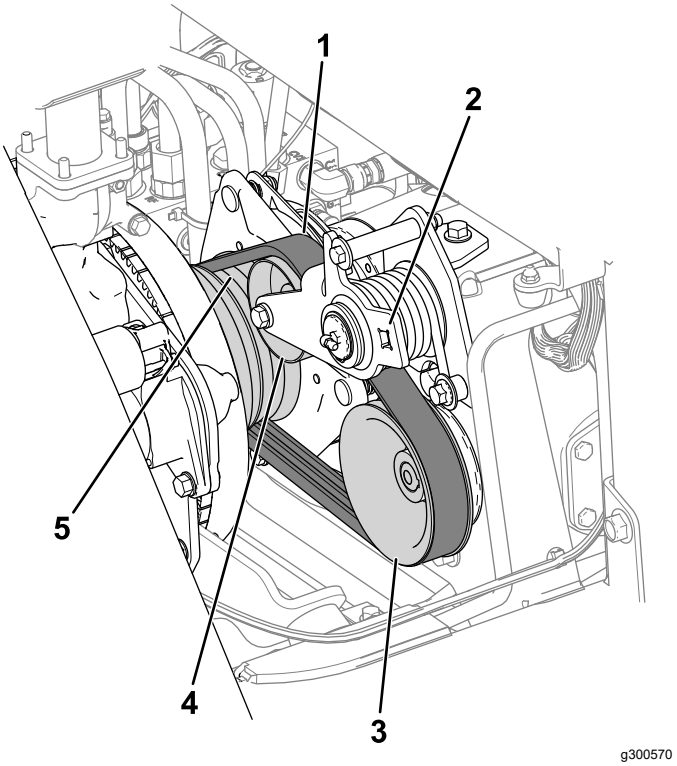

Figur 74
3. Dra remmen på motorremskivan, mellanremskivan och pumpremskivan (Figur 74).